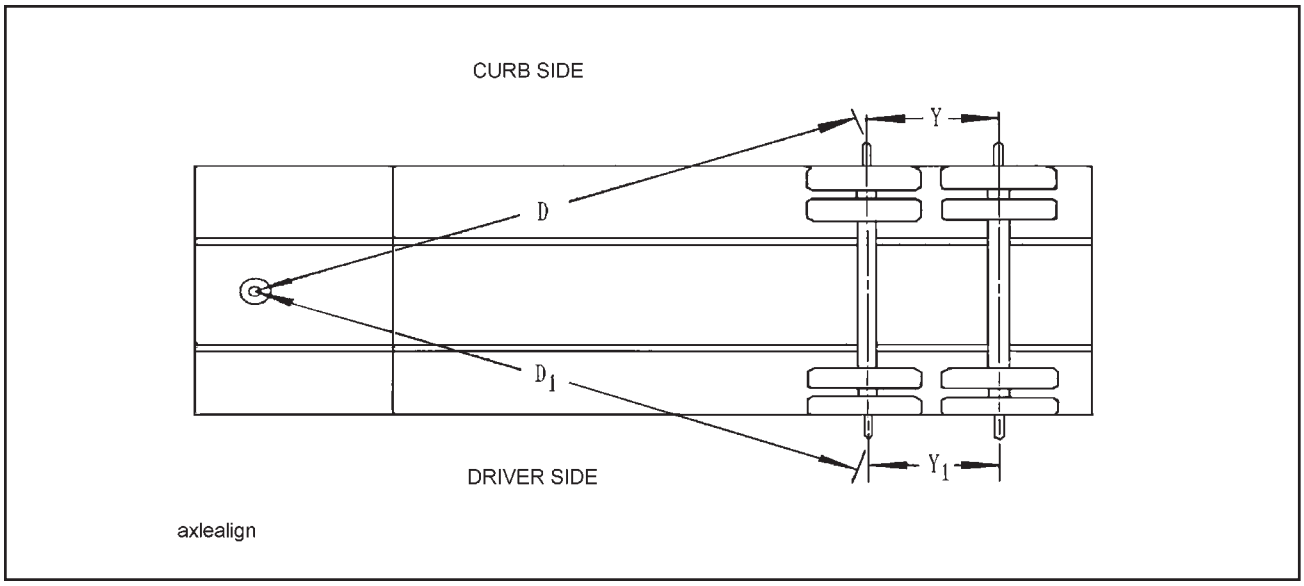

Figure 4-9 Checking Axle Alignment
4. Measure (D) from the plumb bob to the center point on one end of the axle. Record this measurement **(See Figure 4-9)**.
5. Measure (D1) to the other end of the axle in the same manner as in Step 4. Record this measurement **(See Figure 4-9)**.